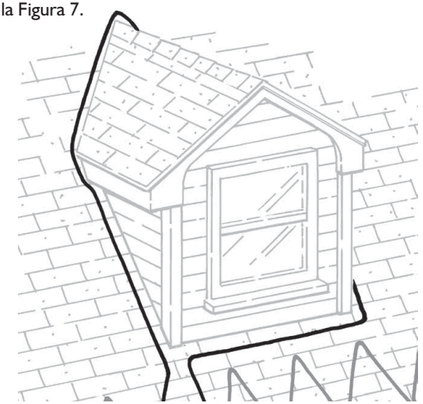

Figura 7. Diseño del recorrido del cable alrededor de las buhardillas
- **Diseño del recorrido del cable alrededor de las buhardillas:** Para tratar una zona problema alrededor de una buhardilla el cable debe pasar hacia arriba y alrededor de la buhardilla, tal como se muestra en la Figura 7.